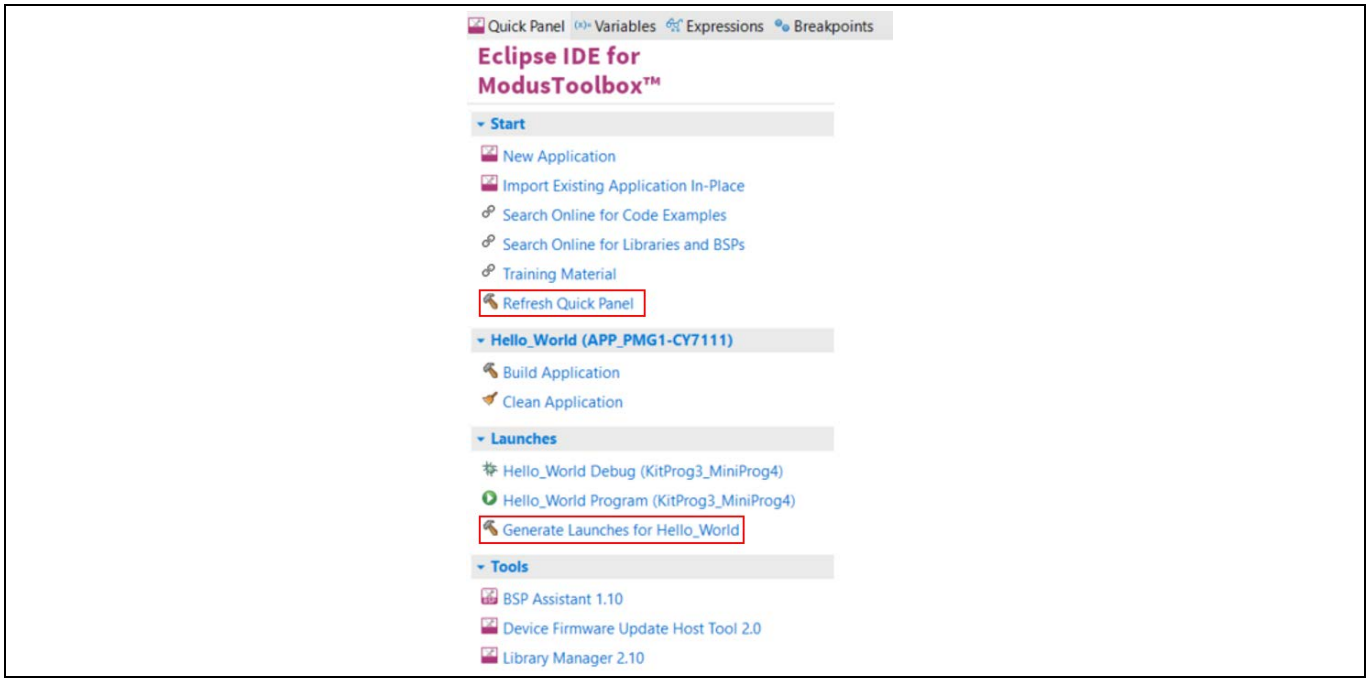

Figure 32　起動コンフィギュレーションの再生成
a) <project name> の **Generate Launches** をクリックします。Figure 32 を参照してください。